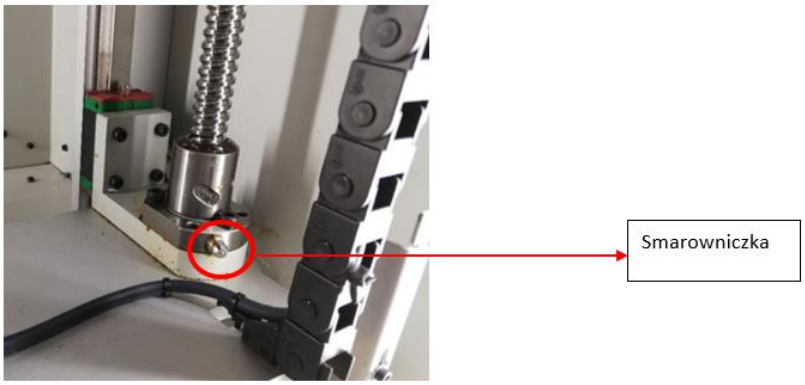

Rys. 30 Smarowanie śrub kulowych HIWIN
- W przypadku śrub HIWIN (rys.30): wciśnij smar w smarowniczkę nakrętki śruby kulowej. Smar wyciśnij poprzez mocne dociśnięcie dyszy smarownicy do smarowniczki i pojedyncze płynne naciśnięcie dźwigni smarownicy.